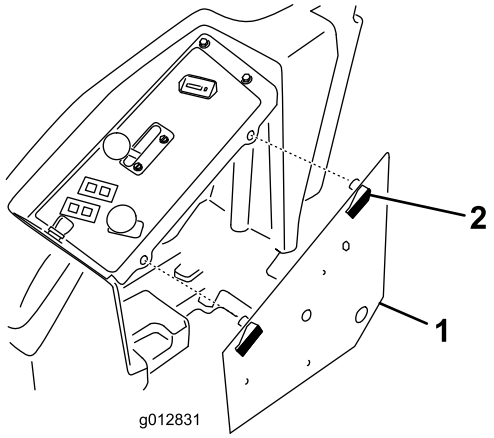

Rysunek 22
4. Poluzuj pokrywę panelu sterowania i połóż ją na boku (Rysunek 22).
6. Poluzuj pokrywę panelu sterowania i połóż ją na boku (Rysunek 22).